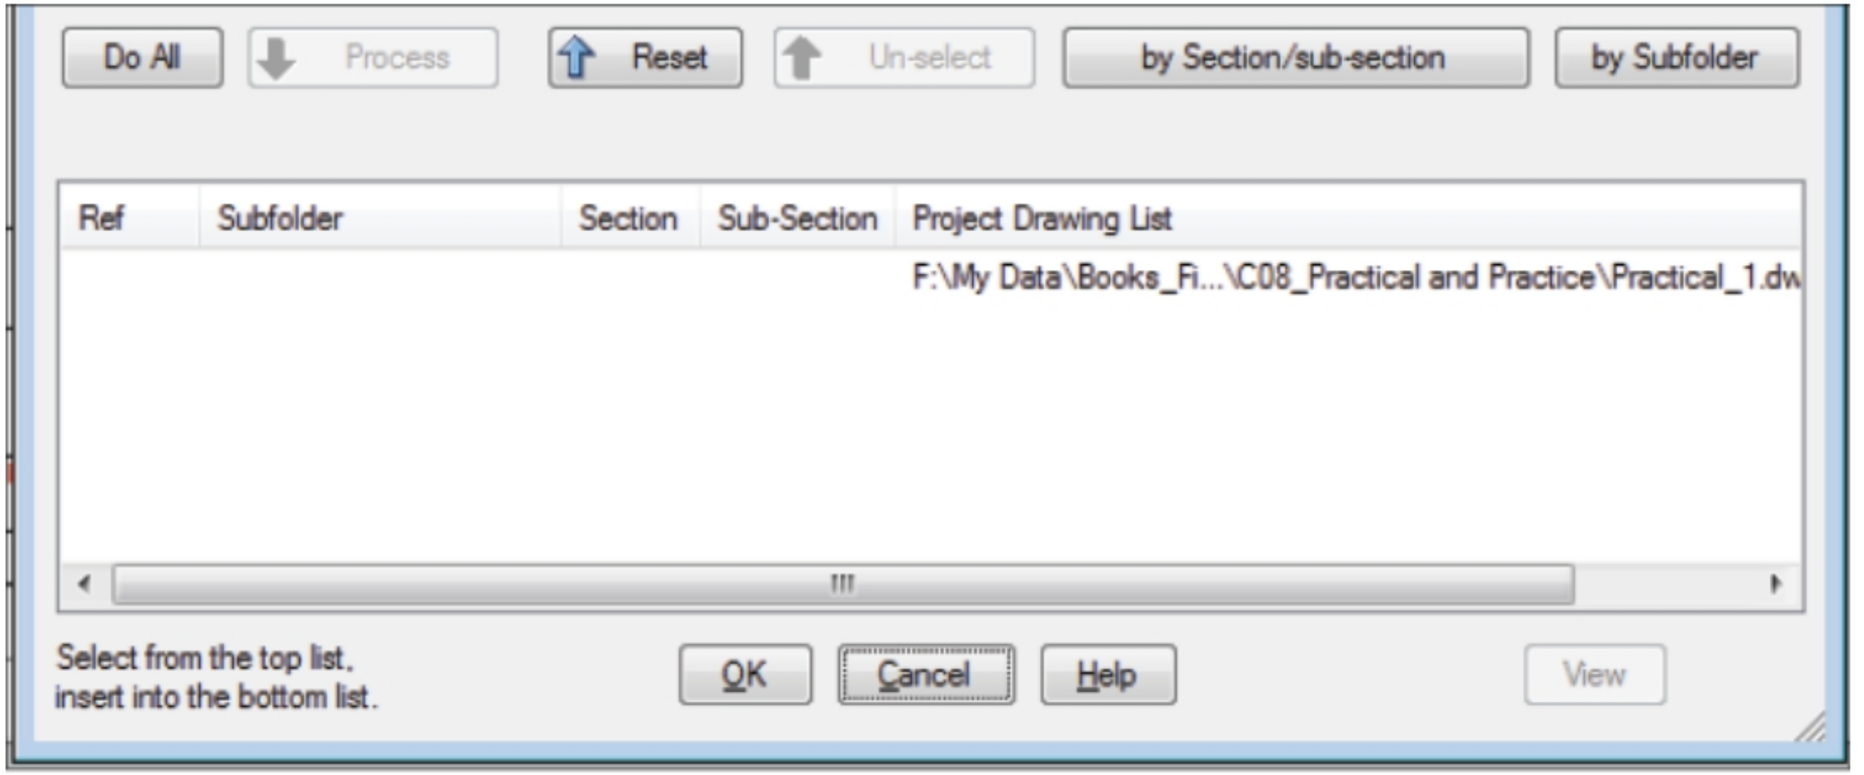

Figure-72. Drawing included for processing
- Select the **Practical 1** drawing from the list and click on the **Process** button. The drawing will be included in the schematic list; refer to Figure-72.